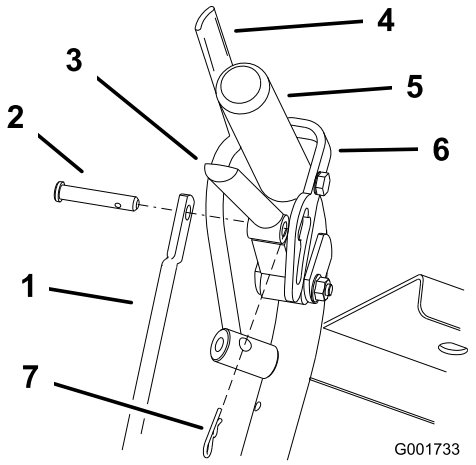
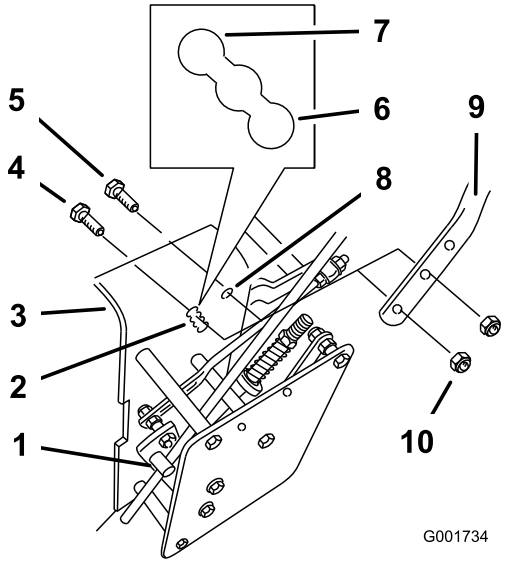

Figur 18
Figur 19
1. Fjern låseclipsene og gaffelboltene fra drivhåndtagene og neutrallåsene (Figur 18).
2. Løsn de øverste flangebolte (3/8 x 1-1/4 tommer) og flangemøtrikken, der fastgør håndtaget til bagstellet (Figur 19).
3. Fjern de nederste flangebolte (3/8 x 1 tomme) og flangemøtrikkerne, der fastgør håndtaget til bagstellet (Figur 19).
5. Juster styrestangens længde ved at dreje styrestangen i stangfittingen (Figur 18 og Figur 19).
6. Placer låseclipsen mellem drivhåndtagene og neutrallåsene, og før den gennem gaffelboltene (Figur 18).